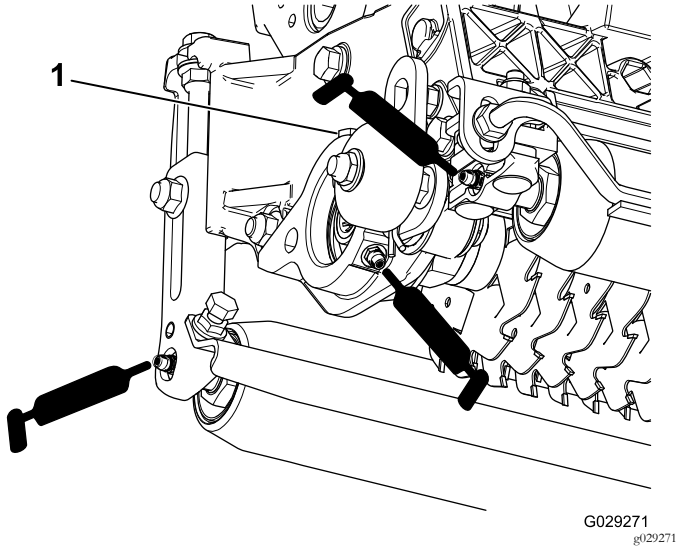

Figur 16
Hvert lodrette klipperedskab har 5 smørenipler (Figur 16), der skal smøres ugentligt med litiumfedt nr. 2.
2. Påfør smørefedt, indtil rent smørefedt kommer ud af rullens pakninger og lejernes aflastningsventil (Figur 16).